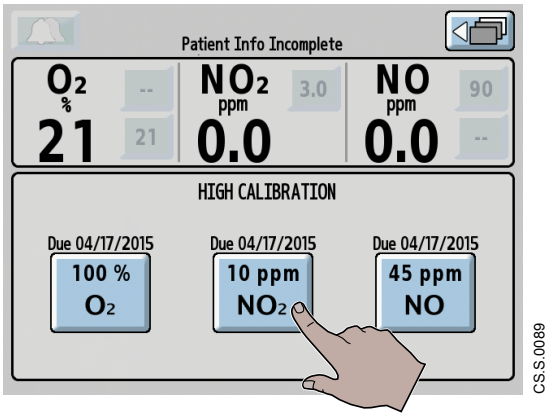

Figure 5-21 Selecting High Calibration for NO_2
12. At the **High Calibration screen** select the **10 ppm NO_2 button** (Figure 5-21).